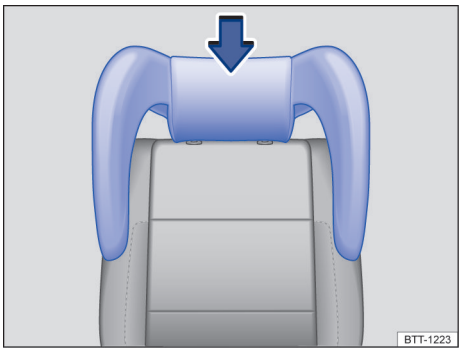

图 46 集成式儿童座椅：安装儿童座椅头枕
集成式儿童座椅须配合带侧面支撑的儿童座椅头枕使用（并使用导向环）。→图 46。
- 将儿童座椅头枕插入边座椅靠背上的头枕导套，直到被锁止（→图 46）。